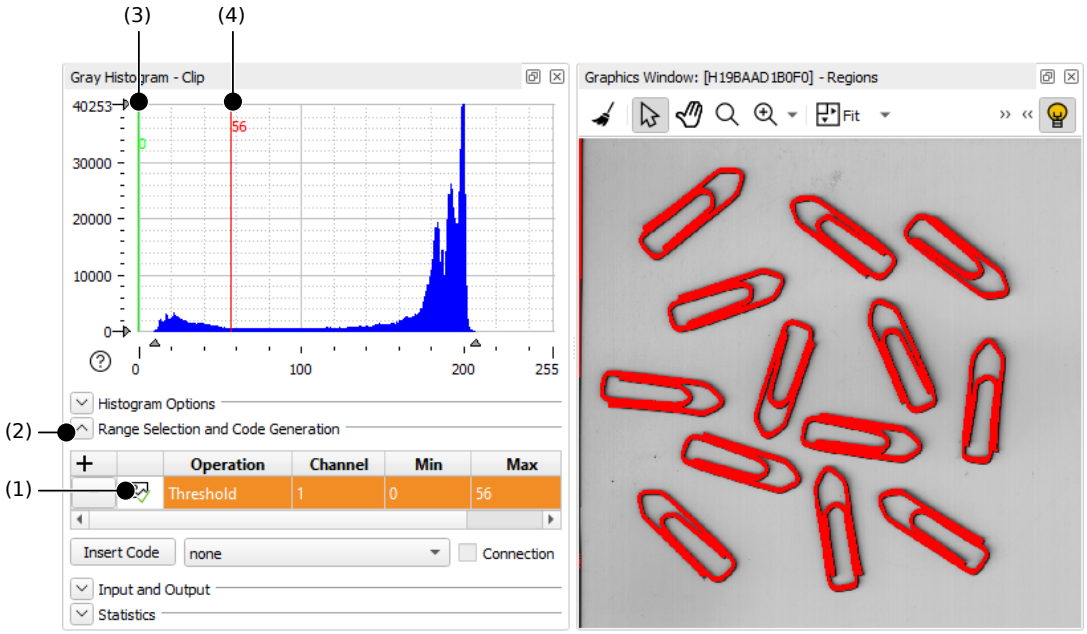

Figure 4.7: Determining threshold bounds interactively using the gray histogram.
Make sure `Range Selection and Code Generation` is visible in the histogram window (2), see figure 4.7. Select `Threshold` in the column `Operation` of the gray histogram window, and click the icon next to `Threshold` (1) to visualize the operation. Now, you can try different threshold bounds by altering the values in `Min` and `Max` or by dragging the green (3) and the red line (4) in the histogram area. Any changes to these values are immediately visualized in the active graphics window. The values 0 and 56 seem suitable for the lower and upper bounds, respectively.